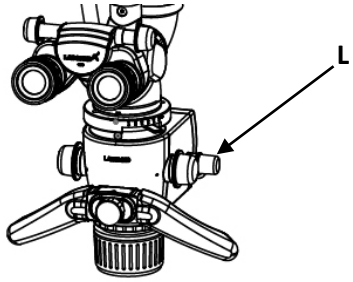

Fig. 42
Refer Fig. 42 (L). Filter change knob is located on left side of the magnichanger housing. Rotate knob to change the filter position to yellow, blue, green, Truelux or no filter position.